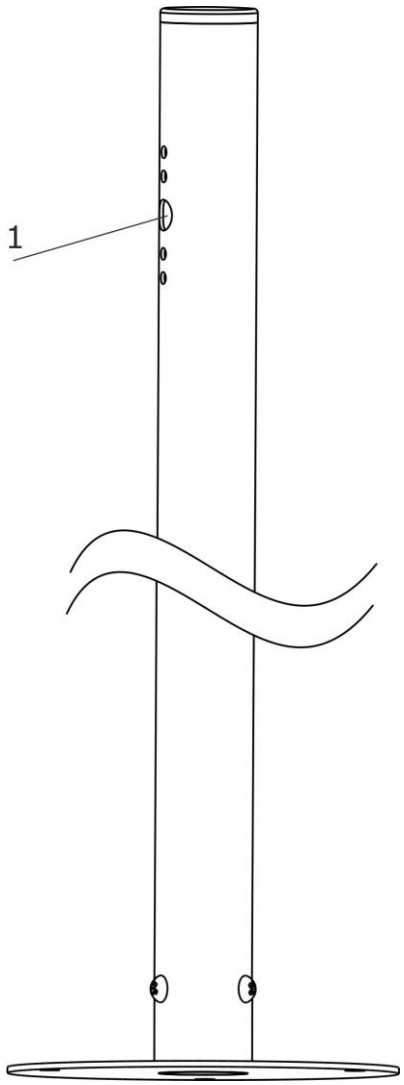

Рисунок 6. Вывод проводов из трубы
3. Вывести пропущенные провода линии связи в гофрированном рукаве через отверстие в трубе (**рис.6, поз.1**).